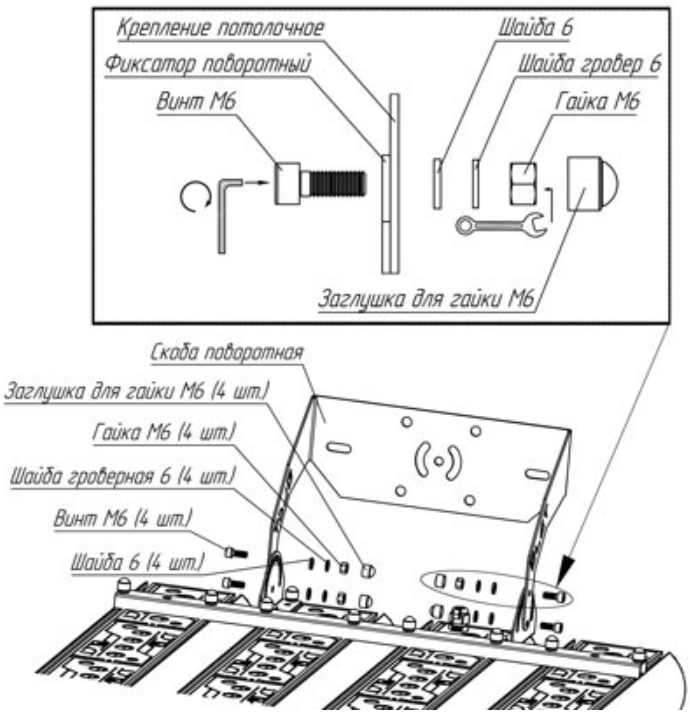

Рис. 6
6.7.6 Прикрепить скобу поворотную к фиксаторам поворотным. Рис. 6